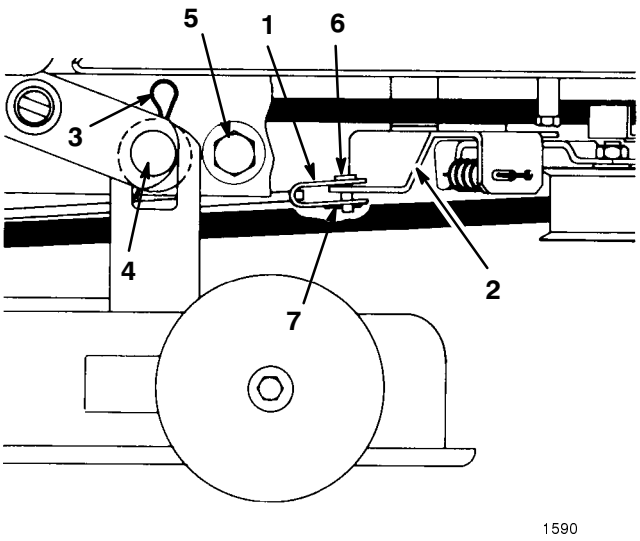

Figure 22
9. Retirer la goupille fendue et l'axe de chape rattachant la tige de frein de l'unité de coupe au support de galet tendeur (Fig. 22).
10. Retirer les 2 goupilles épingles à et les rondelles rattachant le carter de tondeuse aux axes d'assemblage (Fig. 22). Saisir le carter de tondeuse et le déplacer latéralement pour le dégager des axes, puis vers l'avant pour laisser descendre les supports avant.
5. Retirer les boulons, pièces d'arrêt et écrous de fixation des butées de l'unité de coupe de chaque côté du châssis de la tondeuse (Fig. 22). Glisser le carter de tondeuse vers l'arrière pour relâcher la tension de la courroie.